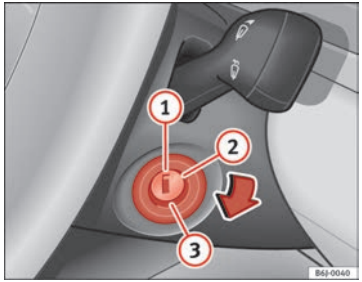

Fig. 110 Ignition key positions
In this position ⇒ Fig. 110 the ignition and the engine are OFF and the steering may get locked.
– Turn the ignition key to position ⇒ Fig. 110 ②. The warning lamp ⌀ will light for engine pre-heating.
– When the lamp turns off, turn the ignition key to position ③ to start the engine. Do not press the accelerator.
– Turn the ignition key to position ⇒ Fig. 110 ①.